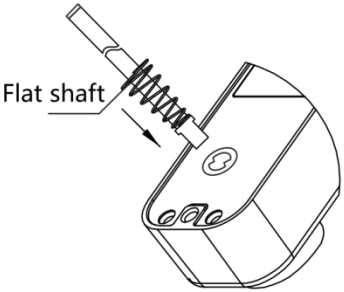

FIG7D
3)Insert one end of the flat shaft with a locking spring into the circular hole of the front panel lock (as Fig 7D)